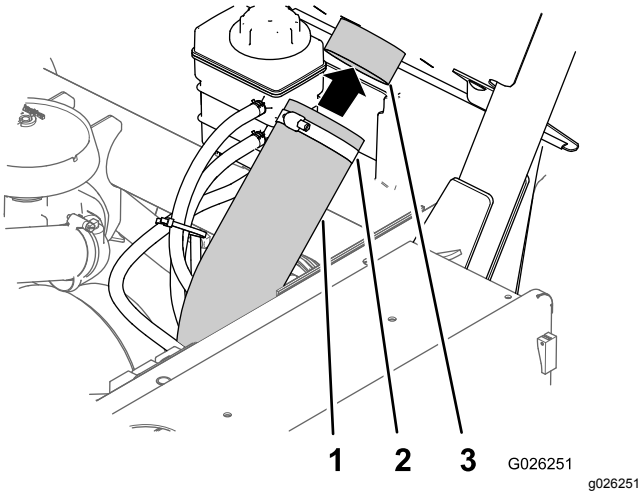

Figur 7
3. Innrett CVT-inntaksslangen på inntaksrørkoblingen på baksiden av veltebeskyttelsespanelet, og stram slangeklemmen (Figur 7).